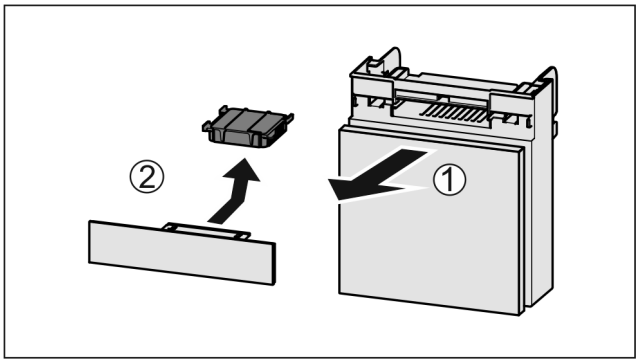

Fig. 242
▶ 向前拉出 *Fig. 242 (1)*抽屉。
▶ 取出 *Fig. 242 (2)*活性炭过滤器。